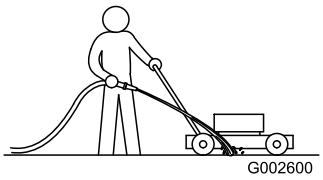

Bild 24
1. Lassen Sie den Motor auf einer flachen, befestigten Oberfläche laufen und sprühen Sie Wasser vor das rechte Hinterrad (Bild 24).